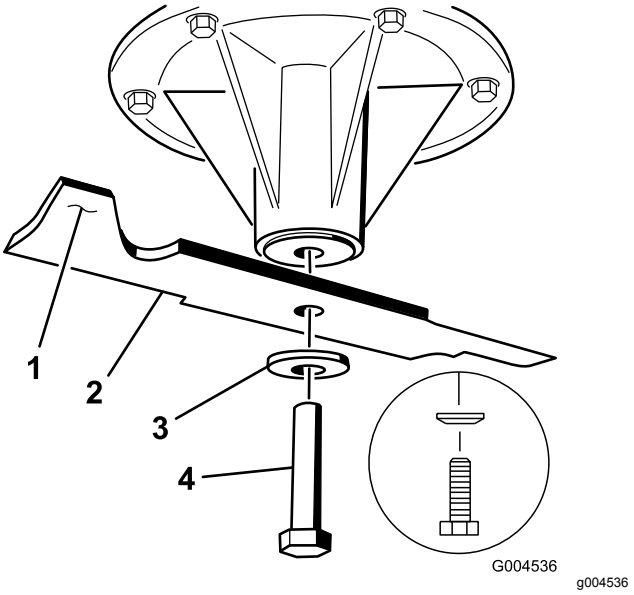

Figuur 104
1. Monteer het mes op de as (Figuur 104).
2. Monteer de veerschijf en de mesbout (Figuur 104).